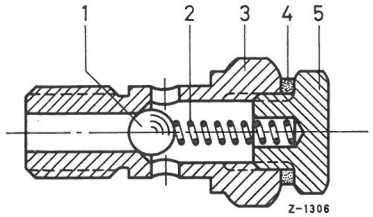

Fig. 00-61/3
den er tæt, forhøjes trykfjederens forspænding ved at der lægges nogle skiver mellem trykfjederen (2) og låseskruen (5) (fig. 00-61/3). Målingen under punkt 4 gentages.
6 Prøveapparatet tilsluttes mellem brændstofindgang på hovedfilteret og brændstofudgang (2) på fødepumpen (fig. 00-61/2). Det fundne tryk foran filteret ved 3ooo o/min må kun være ubetydeligt højere (ca 0,2-0,3 ato) end trykket bag filteret (se måling under punkt 3). Stiger trykket højere, er filteret snavset og må fornyes.
Det iagttages nu i tomgang med et forhøjet omdr.tal n = 3ooo o/min om det gennemstrømmende brændstof er fri for luft eller ej (se fig. 00-61/2) Findes der luftblærer i brændstoffet er der en utæthed til stede mellem tank og fødepumpe.